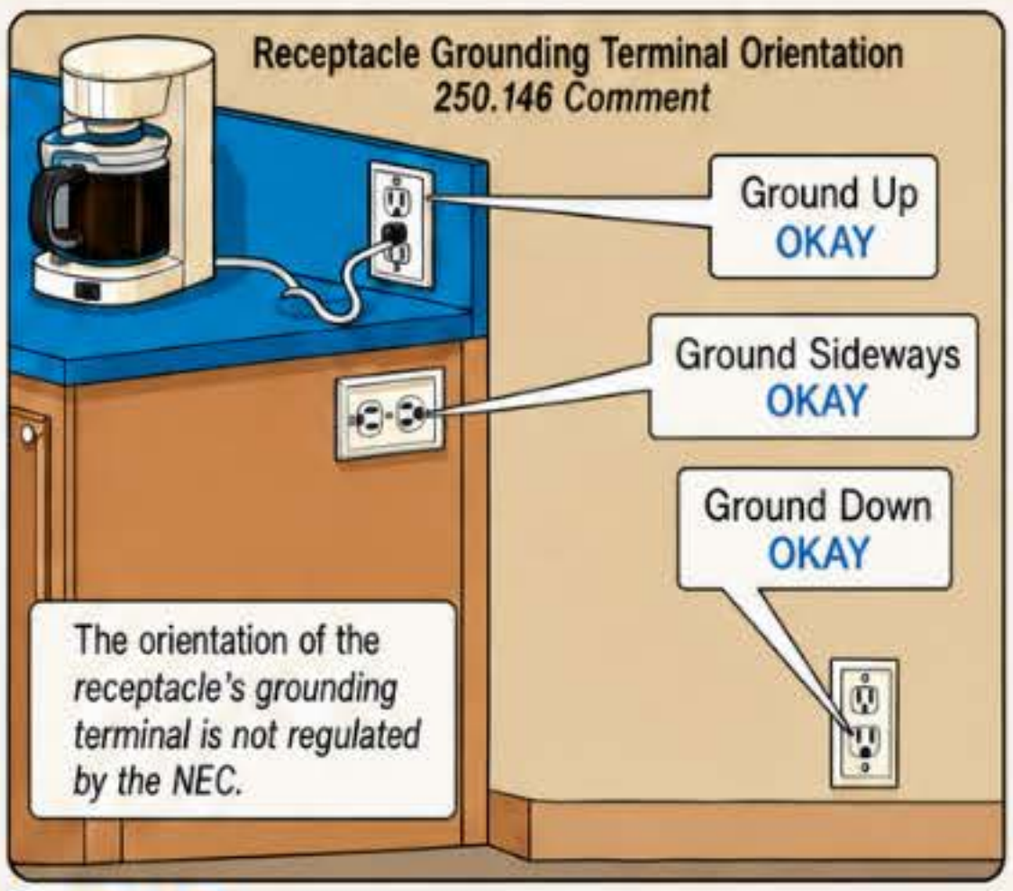

Figure 250–247
(A) Surface-Mounted Box. A receptacle that has direct metal-to-metal contact between the receptacle strap or yoke and a surface metal box is considered connected to the required effective ground-fault current path. To ensure adequate metal-to-metal contact, at least one of the insulating retaining washers on the yoke screw must be removed. ▸Figure 250–248